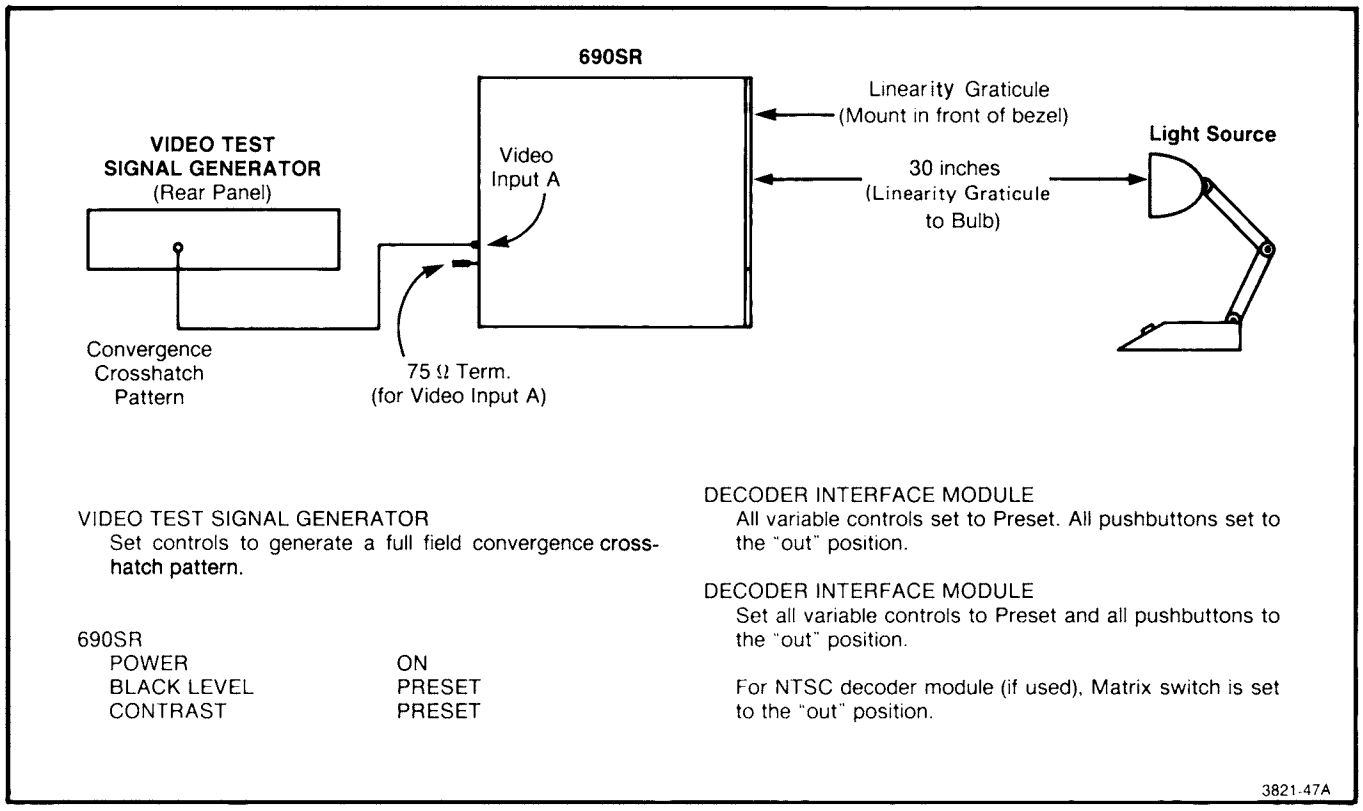

Fig. 6-3. Initial equipment setup conditions for step 1.
D. Connect a full field convergence crosshatch pattern to the decoder interface module Video Input A connector. Connect a 75 Ω end termination to the Video Input A loop-through connector. See Fig. 6-3.
E. Use Fig. 6-3 as a guide for setting the front-panel controls of the equipment.
a. Use the same equipment setup conditions and front-panel control settings as shown in Fig. 6-3. Check that the linearity graticule is mounted directly to the front of the bezel of the 690SR and properly centered. Use the corner markings on the graticule as a guide for proper alignment. Figure 7-22B in Section 7 shows the linearity graticule in use.
a. Use the same setup conditions as shown in Fig. 6-3, except the light source and linearity graticule are not needed.
f. Mount the linearity graticule in front of the 690SR bezel and turn on the light source as illustrated in Fig. 6-3.